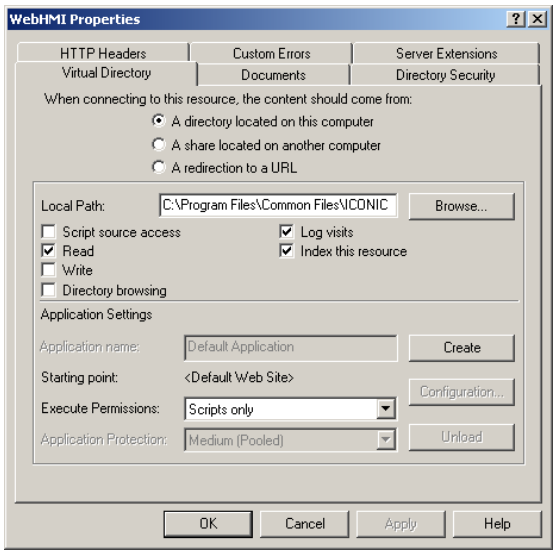

Figure C.3: WebHMI Properties
3. Right click on the **WebHMI** virtual directory to open the property dialog shown in **Figure C.3.**